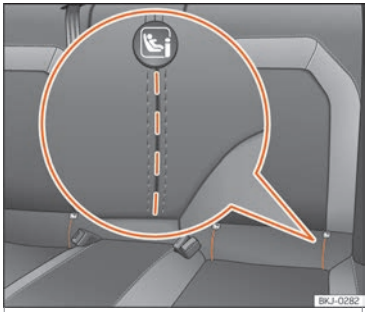

Fig. 24 Banco traseiro: ranhuras recortadas para aceder aos anéis de fixação ISOFIX/iSize.
Cada um dos bancos traseiros laterais conta com dois anéis de fixação «ISOFIX». Em alguns veículos, os anéis estão fixos à armação do banco e noutros ao piso traseiro. Os anéis «ISOFIX» estão situados entre o encosto e o assento do banco traseiro ››› **Fig. 24**. Os anéis Top Tether* estão situados na zona posterior dos encostos traseiros (atrás do encosto ou na zona da bagageira) ››› **Página 38**.
- Proceda previamente à abertura manual do recorte situado atrás das ranhuras marcadas para ter acesso às argolas de fixação ››› Fig. 24.